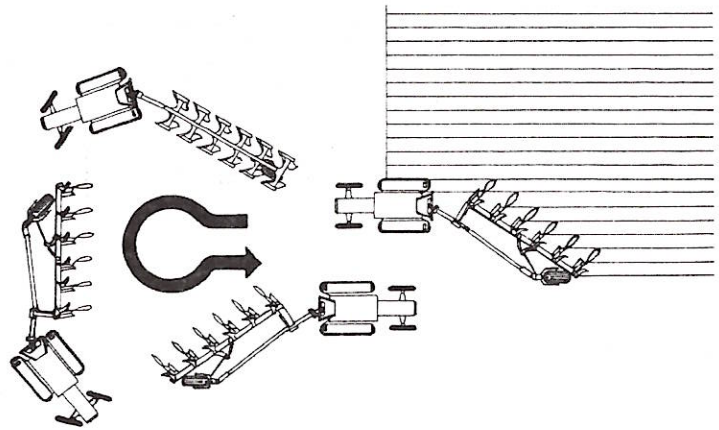

Rys.3
c). Zacznij obrót pługa niezwłocznie po wyjściu wszystkich korpusów z ziemi **(Rys. 3).**